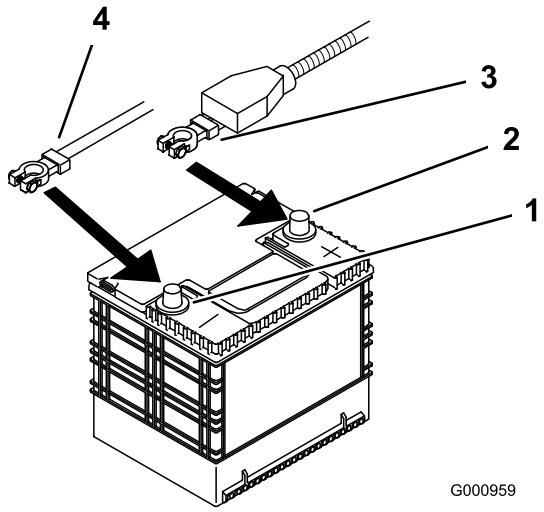

Figuur 45
4. Maak eerst de minkabel los van de minpool (–) van de accu (Figuur 45).
5. Schuif het rode stofkapje voor de accupool van de pluspool (rood) van de accu. Verwijder vervolgens de pluskabel (rood) van de accu (Figuur 45).
4. Bevestig de kabels met 2 bouten (1/4 x 3/4 inch), 2 ringen (1/4 inch) en 2 borgmoeren (1/4 inch) (Figuur 45).